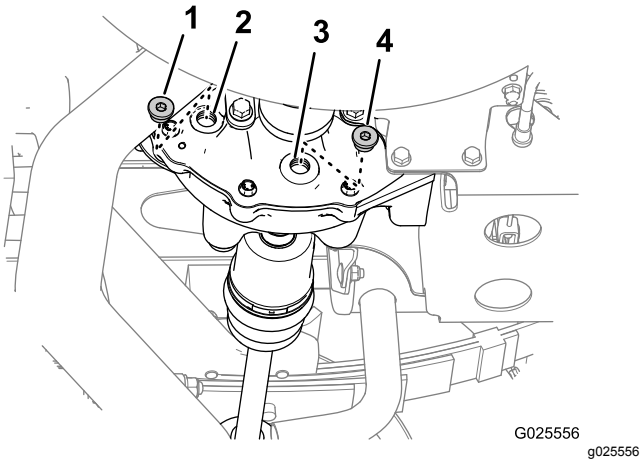

Figur 65
1. Placer en dræningsbakke under aftapningsproppen (Figur 65).
2. Fjern påfyldningsproppen fra påfyldningshullet og aftapningsproppen fra drænåbningen på differentialet (Figur 65).
4. Monter aftapningsproppen i drænåbningen (Figur 65), og tilspænd proppen til 14-19 N·m.
5. Fyld 550 ml af den angivne olie i påfyldningshullet på differentialet (Figur 65).
6. Monter påfyldningsproppen i påfyldningsporten (Figur 65), og tilspænd proppen til 14–19 N·m.